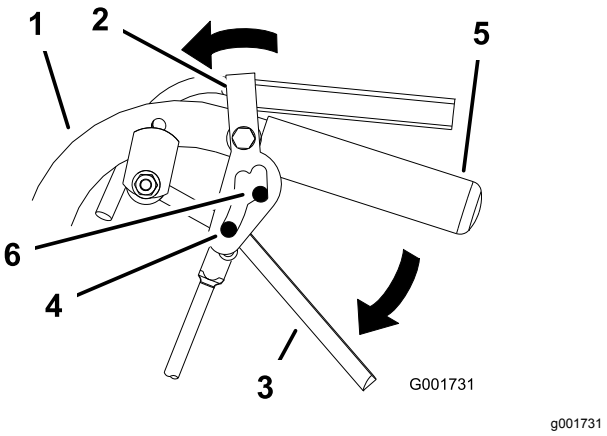

Figur 11
2. Placer tommelfingrene på oversiden af låsene, og flyt dem fremad, indtil tapperne befinder sig i den forreste position (Figur 11).